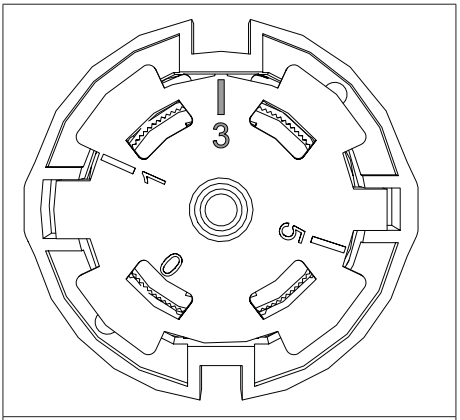

Abb. 13: Position Fühlereinheit Auslieferungszustand
- Drehen Sie die Fühlereineinheit auf Position „3“ (Montageposition; siehe Abb. 13 auf Seite 12). Die Zahl „3“ muss in einer Linie mit dem Anzeigestrich liegen